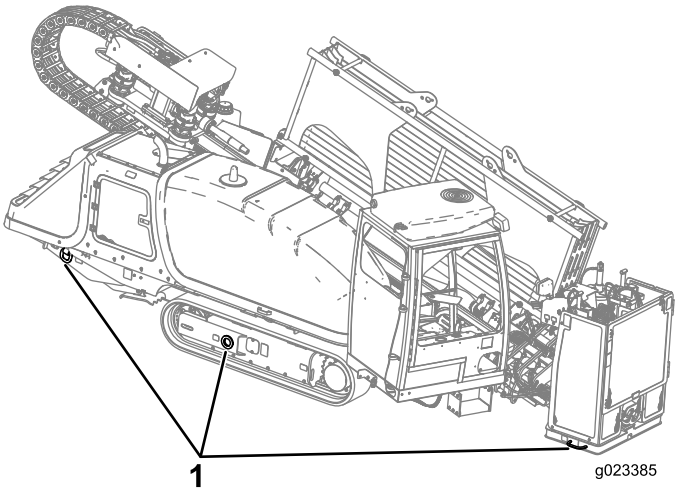

Figure 68
9. À l'aide de chaînes et d'attaches de capacité suffisante, accrochez à la remorque les anneaux des cadres des chenilles droite et gauche ainsi que de la plaque d'ancrage (Figure 68).